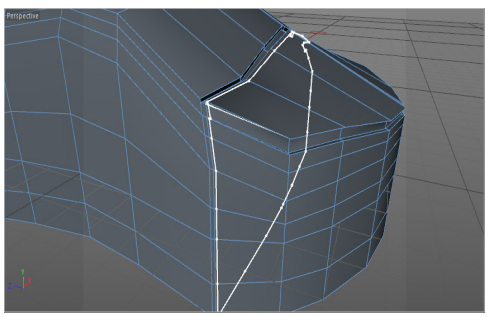

Figure 3-57 *An edge loop added to Computer mouse*
8. Using the **Loop/Path Cut** tool, create an edge, refer to Figure 3-57.